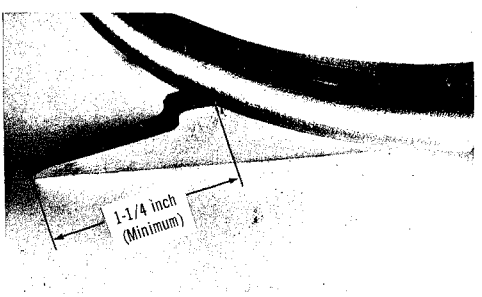

Fig. 22 — Gaff Sharpened to Minimum Length
8.01 When climber gaffs need sharpening and the required sharpness cannot be obtained as described in Part 7, the craftsman shall exchange the leg irons for a pair in good condition. The straps and pads, also the ***sleeves unless they are riveted, shall be removed and retained for re-use on the exchange leg irons.*** The leg irons to be returned shall be equipped with gaff guards and taped or otherwise tied together. (Fig. 22 illustrates a gaff that has been machine sharpened a number of times, to the minimum length that shall be used).